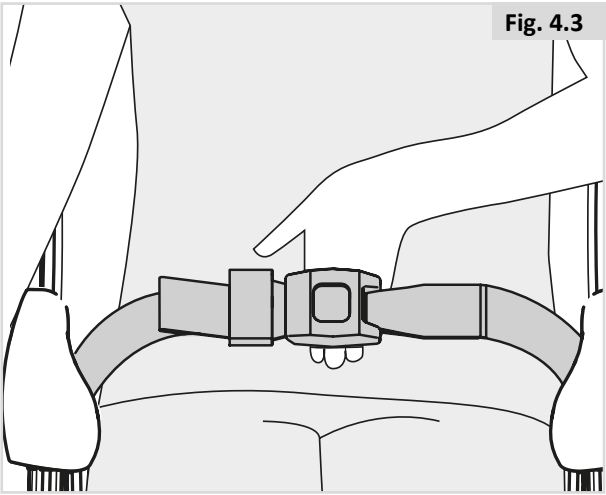

Fig. 4.3
- Pas de heupriem aan tot deze past, maar laat niet meer dan een handbreedte vrij voor gemak en veiligheid (Fig. 4.3).